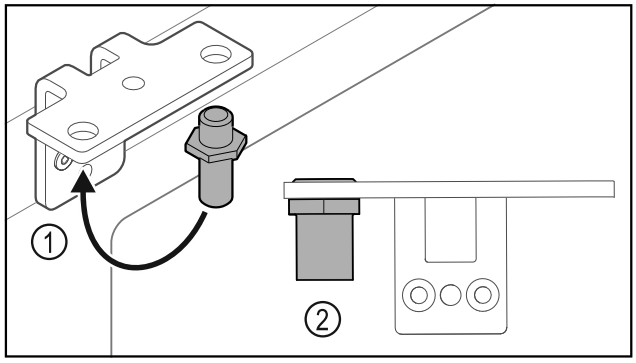

Fig. 28
▶ Переставьте палец *Fig. 28 (1)* в шарнирном уголке.
▶ Затяните палец *Fig. 28 (2)* с **моментом 12 Нм**.